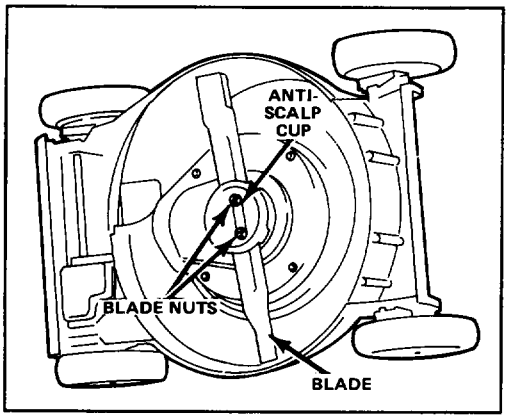

Figure 20
3. Tip mower on its left side (Fig. 20).
5. REMOVING BLADE—Grasp end of blade using a rag or thickly padded glove. Remove blade nuts, anti-scalp cup, blade, blade spacer, and rotating screen (Figs. 20 & 22).